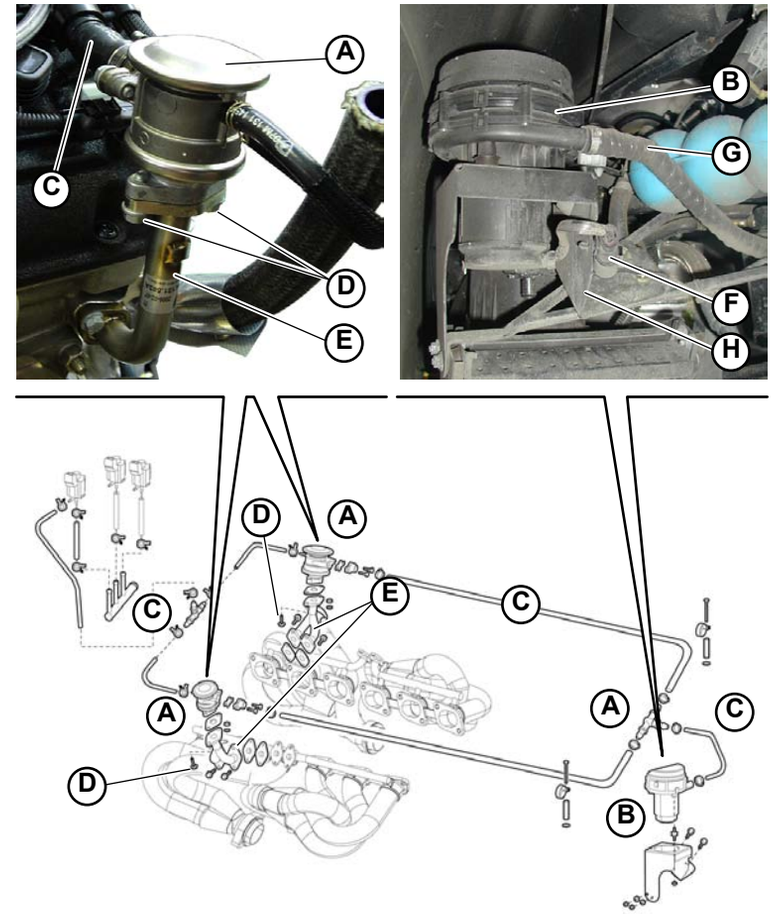

Fig.10
- Two auxiliary air valves (**A-Fig.10**).
- A pump (**B-Fig.10**).
- Connection system consisting in pipes and unions (**C-Fig.10**).
1. Secure the auxiliary air valves (**A-Fig.10**) by acting on the two screws (**D-Fig.10**) fastening them to the unions (**E-Fig.10**).
2. Connect the pipe (**C-Fig.10**).
2. Secure the bracket (**H-Fig.10**) by acting on the two fixing screws.
3. Connect the pipe (**G-Fig.10**).
4. Connect the connector (**F-Fig.10**).